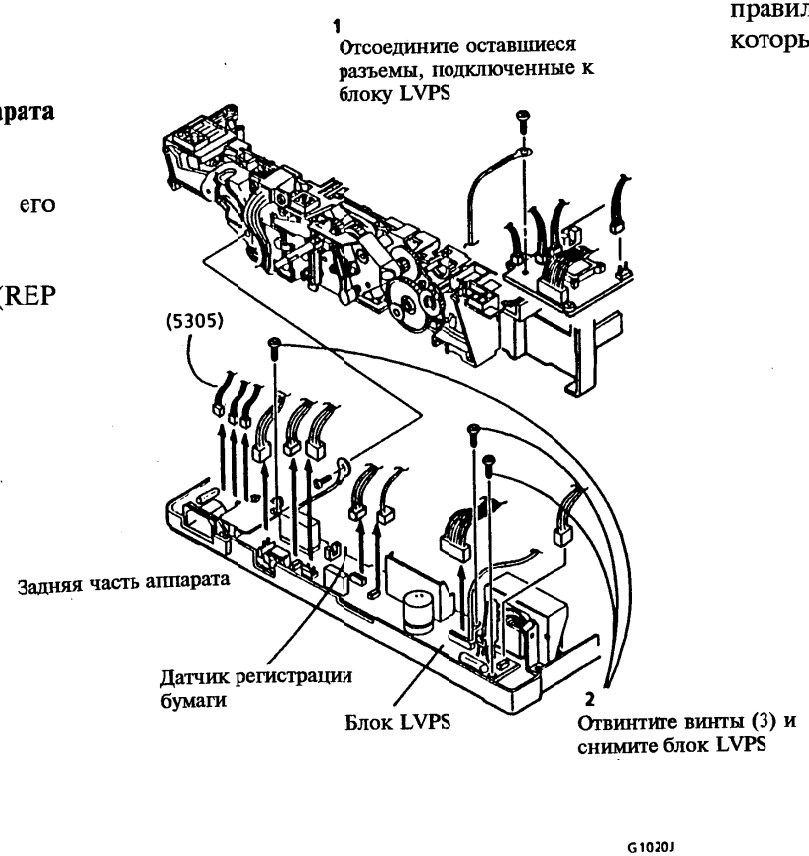

Рисунок 1. Снятие блока LVPS (5305)
2. (Рисунок 1): Снимите блок питания низкого напряжения (LVPS).